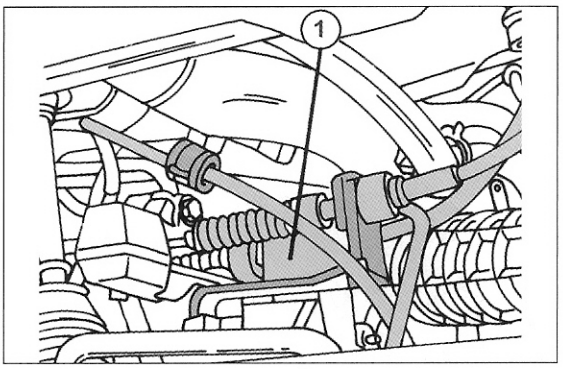

Bild 32
- Die Kugelgelenkverbindungen der Gangschaltung abdrücken und das Widerlager der Schaltung (1) an der in Bild 32 gezeigten Stelle abschrauben und herausnehmen.